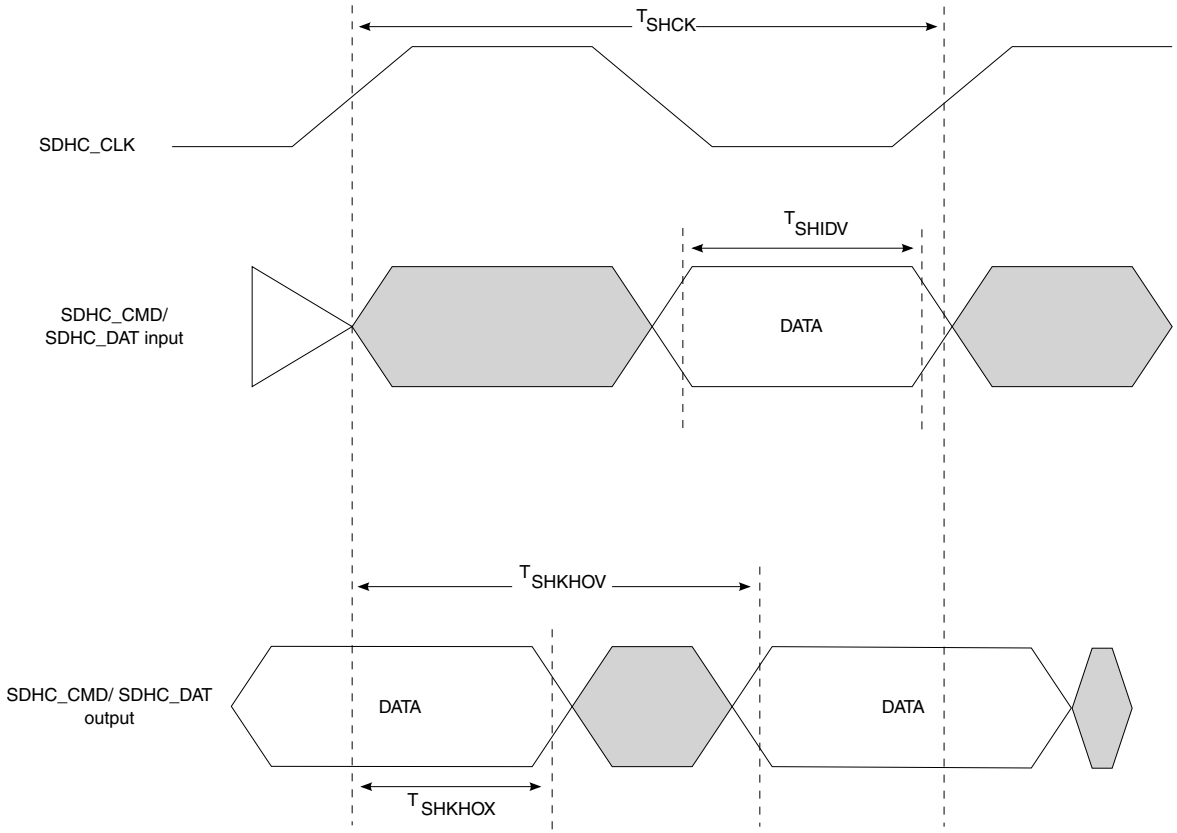

Figure 21. eSDHC SDR104/HS200 mode timing diagram
2. The symbols used for timing specifications herein follow the pattern of $t_{\text{(first two letters of functional block)(signal)(state) (reference)(state)}}$ for inputs and $t_{\text{(first two letters of functional block)(reference)(state)(signal)(state)}}$ for outputs. For example, t_{SHKHOX} symbolizes eSDHC highspeed mode device timing (SH) clock reference (K) going to the high (H) state, with respect to the output (O) reaching the invalid state (X) or output hold time. Note that in general, the clock reference symbol is based on five letters representing the clock of a particular functional. For rise and fall times, the latter convention is used with the appropriate letter: R (R for rise) or F (F for fall).
3. See Figure 21. on page 96.